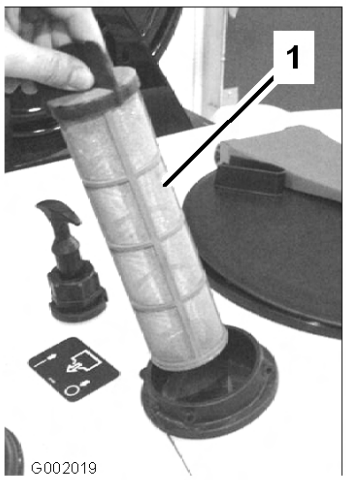

Figur 63
4. Træk sugefilteret ud af hullet (Figur 63).